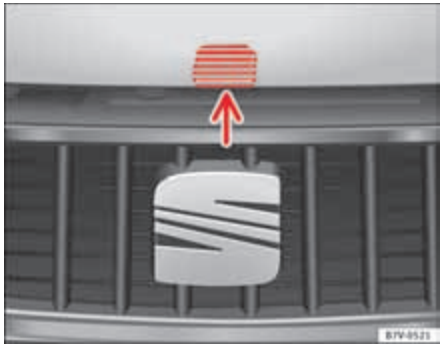

Fig. 174 Release lever to open the bonnet in the radiator grille.
- Lift the bonnet using the release lever ⇒ page 307, fig. 174 (arrow) and open the bonnet fully. The bonnet is held open thanks to the gas strut.